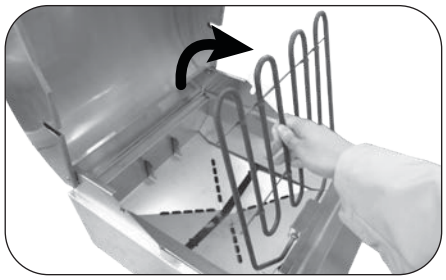

Fig. 24-2 Raise element upward
3. Grasp the cool cooking element and apply pressure towards the right of the grill. Once it clears the tab, completely raise it up (Fig. 24-2).